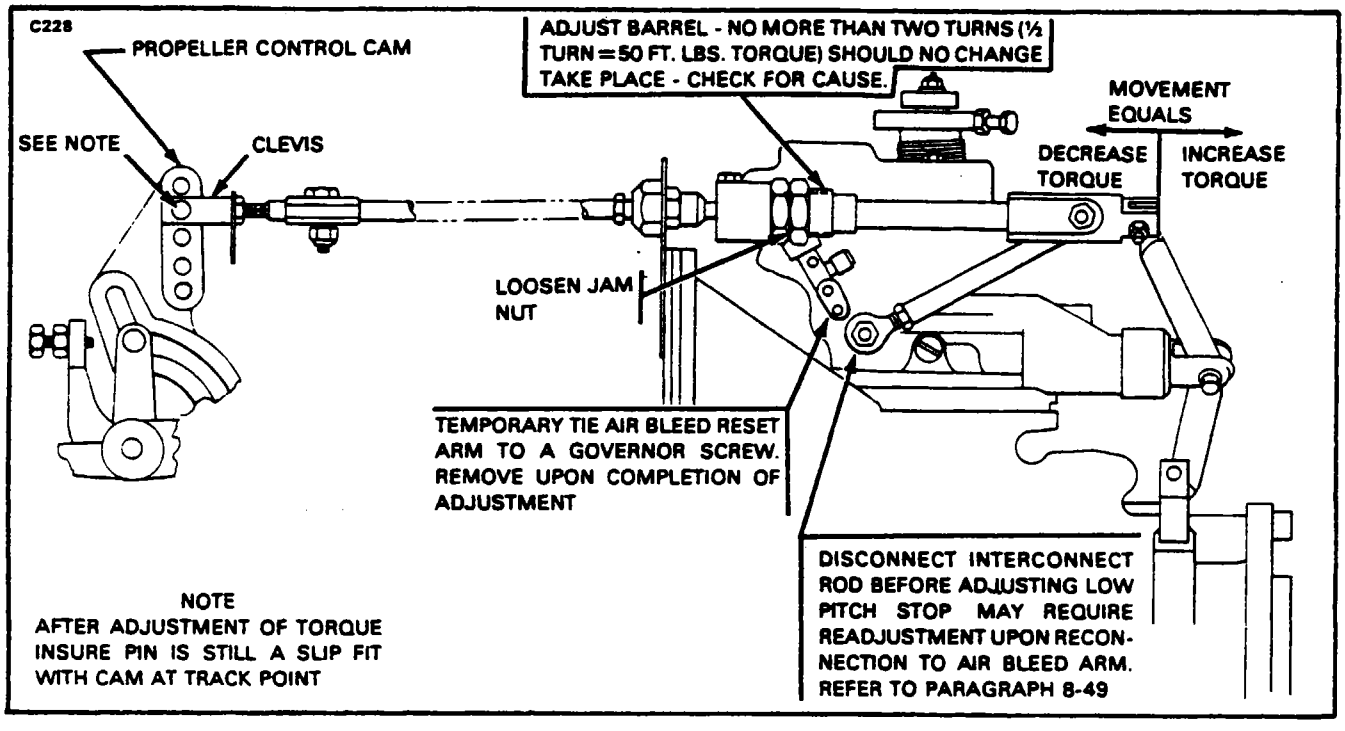

Figure 8-10. Minor Torque Adjustment
7. Insure that the Beta valve slot is flush with the Beta valve capnut minor torque changes can be made by adjusting the low pitch stop adjuster as follows: (Refer to Figure 8-10.)